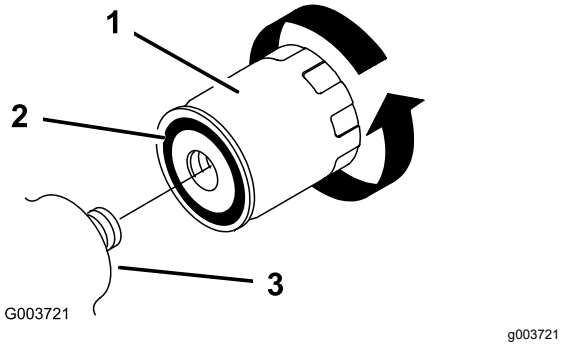

Rysunek 37
5. Zdemontuj stary filtr (Rysunek 37) i wytrzyj do czysta powierzchnię adaptera filtra.
6. Nanieś cienką warstwę oleju hydraulicznego na gumową uszczelkę nowego filtra (Rysunek 37).
7. Zainstaluj nowy filtr oleju hydraulicznego w adapterze filtra (Rysunek 37). Obracaj filtr w kierunku zgodnym z ruchem wskazówek zegara, aż gumowa uszczelka zetknie się z adapterem, a następnie obróć filtr o dodatkowe pół obrotu.